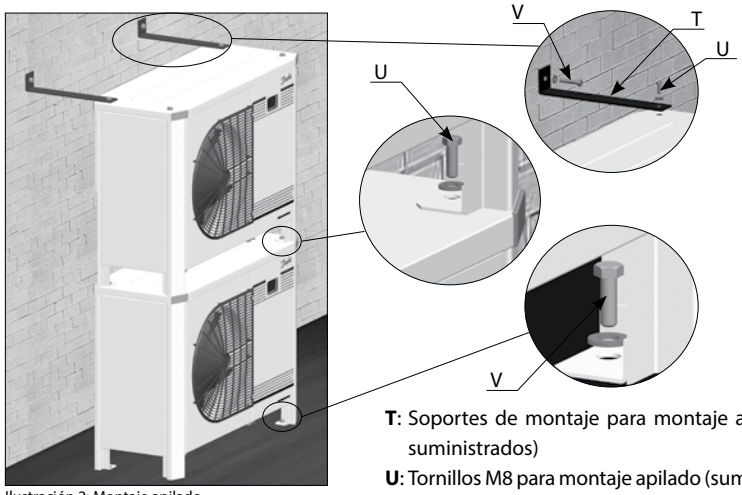

Ilustración 2: Montaje apilado
- En una pila de unidades, aquella situada más arriba debe fijarse a la pared, tal y como muestra la ilustración 2.